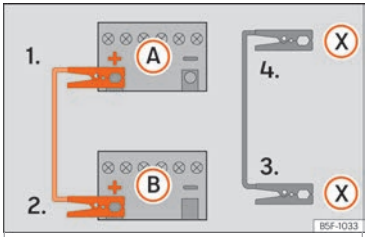

Abb. 46 Anschlussschema für Fahrzeuge mit Start-Stopp-System.
4b. *Bei Fahrzeugen mit Start-Stopp-System:* ein Ende des *schwarzen* Starthilfekabels (X) an einen geeigneten Masseanschluss, ein massives, fest mit dem Motorblock verschraubtes Metallteil oder an den Motorblock selbst anklemmen ››› **Abb. 46**.
5. Klemmen Sie das andere Ende des *schwarzen* Starthilfekabels (X) im Fahrzeug mit der entladenen Batterie an ein mit dem Motorblock verschraubtes, massives Metallteil oder an den Motorblock selbst, aber so weit wie möglich von der Batterie (A) entfernt an.